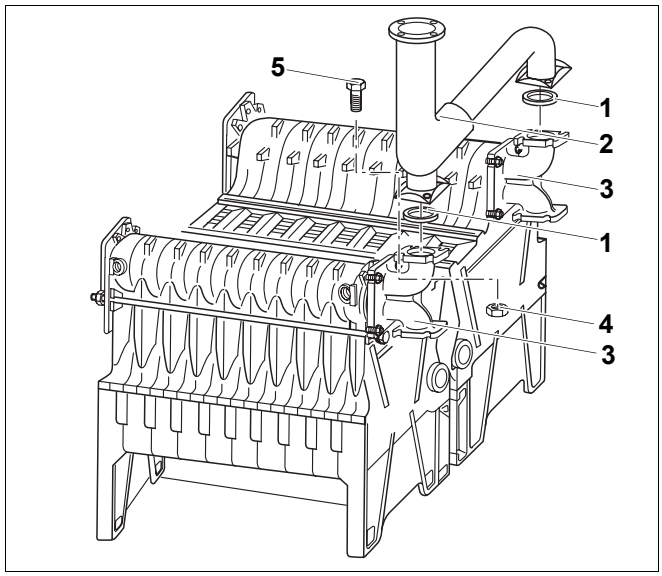

Rys. 29 Montaż rury zasilania
- Założyć uszczelki płaskie (rys. 29, **poz. 1**) na obie kształtki przyłączeniowe (rys. 29, **poz. 3**).
- Nałożyć rurę zasilania (rys. 29, **poz. 2**) na kształtki przyłączeniowe (rys. 29, **poz. 3**).
- Włożyć śruby z łbami sześciokątnymi M12 x 40 (rys. 29, **poz. 5**) od góry w kołnierz przyłączeniowy rury zasilania (rys. 29, **poz. 2**) i kształtek przyłączeniowych (rys. 29, **poz. 3**).
- Nakręcić nakrętki z włożonymi podkładkami (rys. 29, **poz. 4**) na śruby z łbami sześciokątnymi (rys. 29, **poz. 5**) i dokręcać dobrze na krzyż.